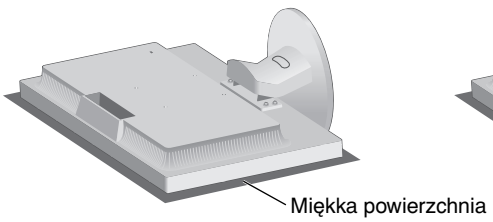

Rysunek R.1
2. Ustaw monitor ekranem w dół na miękkiej powierzchni (**Rysunek R.1**).
1. Ustaw monitor ekranem w dół na miękkiej powierzchni (**Rysunek R.1**).